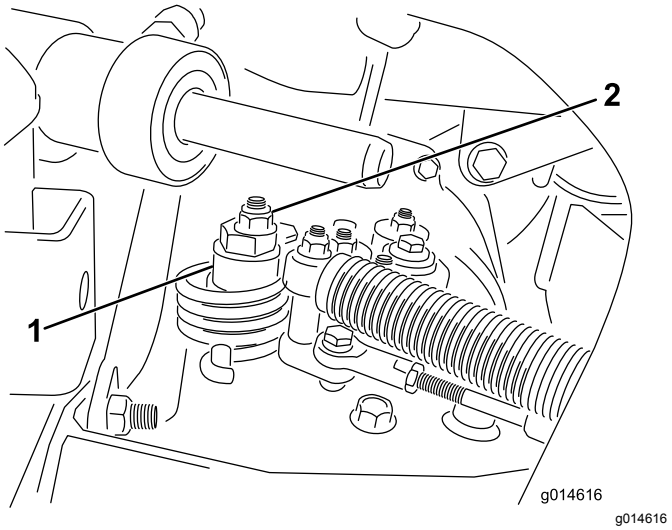

**Figuur 44**
A. Draai de moer los waarmee de excentriek is bevestigd aan de bovenkant van de hydrostaat (Figuur 44).
C. Draai aan de excentriek totdat de machine niet meer naar voren of naar achteren kruipt. Als het wielen niet meer draaien, zet u de moer vast waarmee de excentriek en de afstelling worden geborgd (Figuur 44). Controleer de instelling met de gashendel op LANGZAAM en op SNEL.